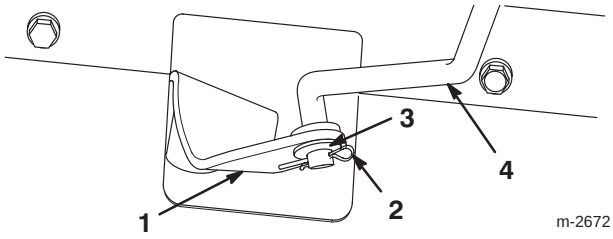
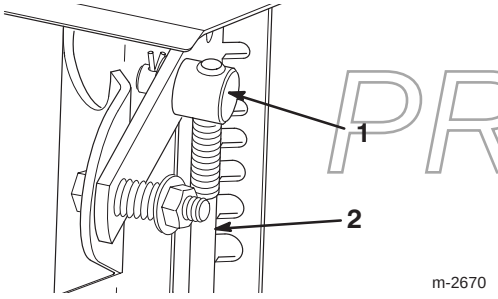

Bild 6
Bild 8
1. Ziehen Sie den Schalthebelarm (Bild 6) ganz heraus.
3. Drehen Sie die Schalthebelstange im Drehzapfen (Bild 8), bis das untere Ende der Stange in das Loch im Schalthebelarm geschoben werden kann (Bild 6).
4. Bauen Sie die Schalthebelstange im Schalthebelarm ein, bringen Sie eine Unterlegscheibe an der Stange an und sichern Sie diese mit einem Splint ab (Bild 6).